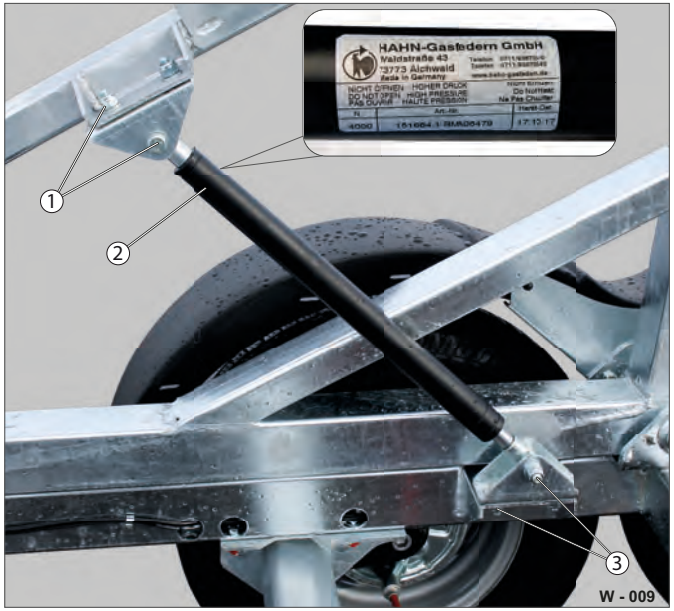

Fig. 9 Kontrol af fastgørelsespunkterne
- ▶ Kontrollér, at skruesamlingerne i den øverste konsol (Fig. 9 /1) sidder fast.
- ▶ Kontrollér, at skruesamlingerne i den nederste konsol (Fig. 9 /2) sidder fast.